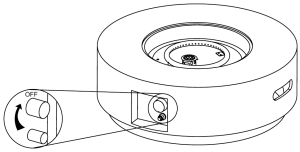

Figura 2
3. Compruebe que el mando de control del sistema de suministro de gas esté girado a la posición "OFF" antes de iniciar cualquier montaje (véase Figura 2).